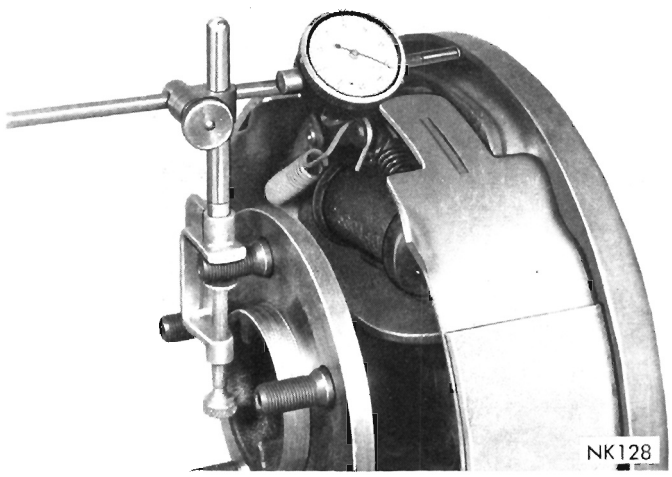

Fig. 14—Measuring Axle Shaft End Play
(1) Using a dial indicator mounted on the left brake support (Fig. 14), TURN THE ADJUSTER CLOCKWISE UNTIL BOTH WHEEL BEARINGS ARE SEATED AND THERE IS ZERO END PLAY IN THE AXLE SHAFTS. BACK OFF THE ADJUSTER COUNTERCLOCKWISE APPROXIMATELY FOUR NOTCHES TO ESTABLISH AN AXLE SHAFT END PLAY OF .008-.018 INCH.
(2) Tap end of left axle shaft lightly with a non-metallic mallet to seat right wheel bearing cup against adjuster, and rotate axle shaft several revolutions so that a true end play reading is indicated.
(3) Remove one retainer plate nut, install adjuster lock. If tab on lock does not mate with notch in adjuster, turn adjuster slightly until it does. Install nut and tighten 30-35 foot-pounds.
(4) Recheck axle shaft end play. If it is not within the tolerance of .008-.018 inch, then repeat adjustment procedure.
(5) Remove dial indicator and install brake drum, drum retaining clips and wheel.